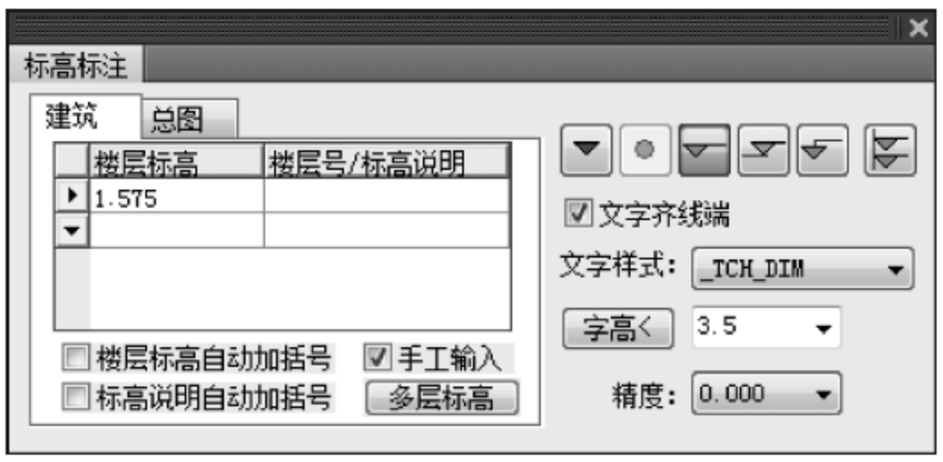
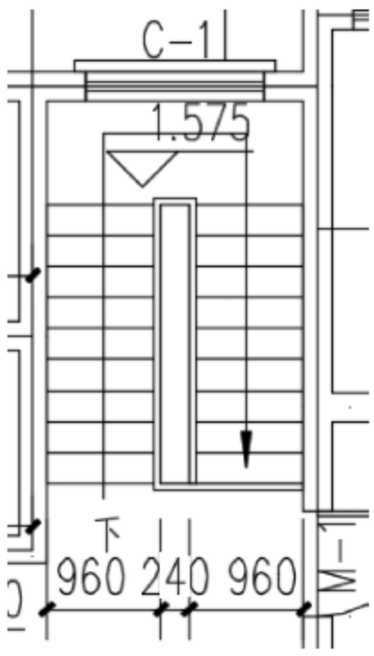

图 18-114 “标高标注”对话框
图 18-115 标注楼梯标高
(4) 在“标高标注”对话框中输入楼梯平台标高“1.575”,如图 18-114 所示。在楼梯平台处单击标注标高,标注的结果如图 18-115 所示。